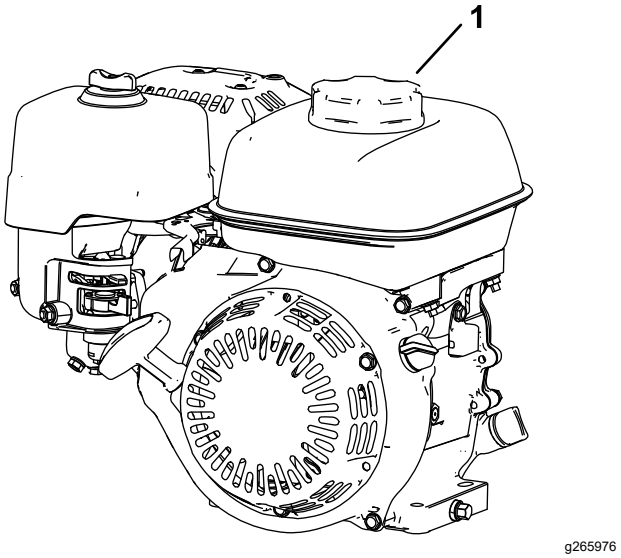

Rysunek 17
1. Oczyść obszar wokół korka wlewu paliwa i odkręć korek (Rysunek 17). Napełniaj zbiornik paliwa do dolnego poziomu szyjki wlewu, patrz *instrukcja obsługi* silnika.